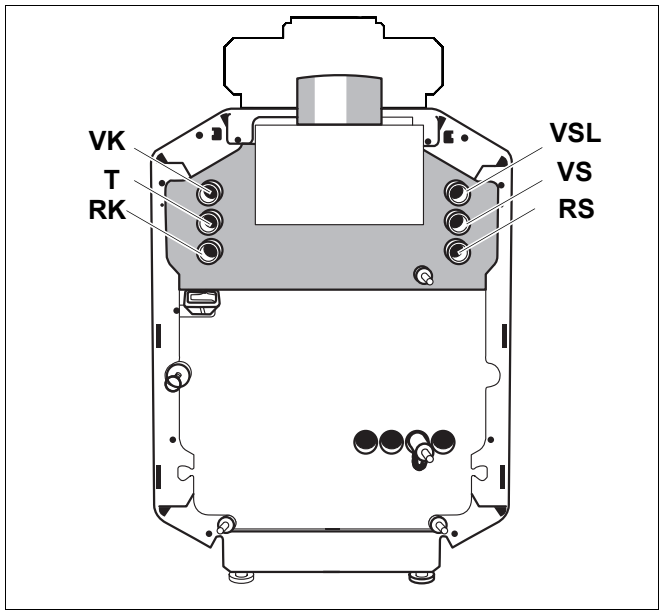
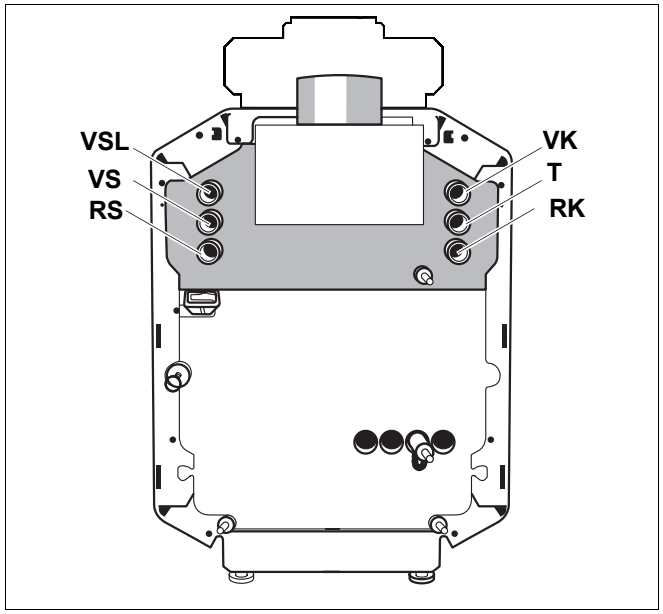

Рис. 3 Расположение подключений в заводской поставке, вид сзади
Рис. 4 Расположение подключений с перестановкой гильзы и подающей трубы бака-водонагревателя, вид сзади
Котел поставляется в таком виде, как он изображен на рис. 3.
Подключения можно выполнить, согласно рис. 4.
- Все подключения нужно выполнить в соответствии с рис. 4.
Экспликация к рис. 3 и рис. 4
Подключения к котлу соответствуют рис. 3, стр. 7 (заводская поставка).
Подключения к котлу следует выполнить в соответствии с рис. 4, стр. 7.